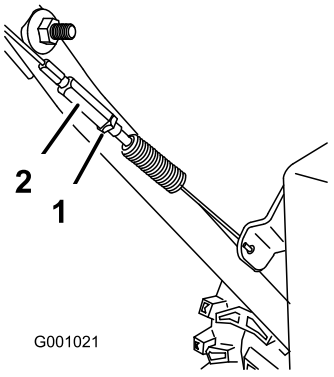

Rysunek 46
3. Dokręć przeciwnakrętkę (Rysunek 46).